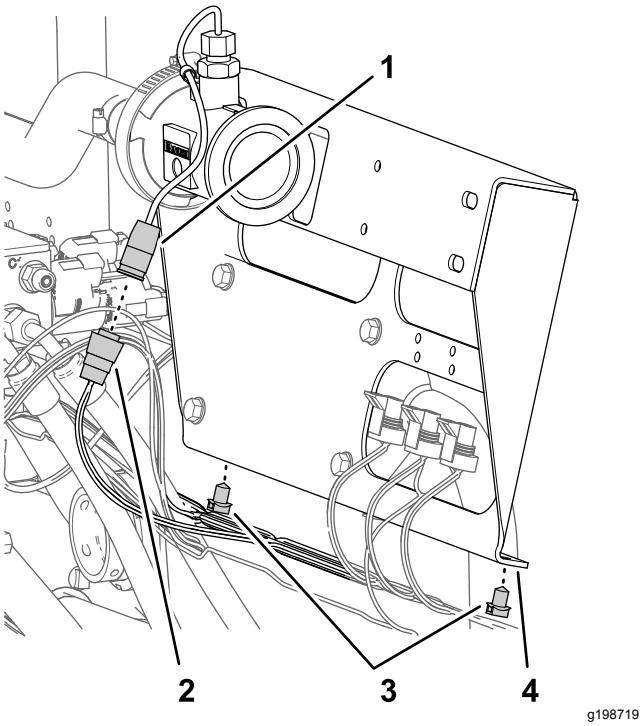

Figuur 70
1. Koppel de connector met 3 contacten van de machinekabelboom met aanduiding FLOW METER (vloeistofstroommeter) af van de stekker met 3 pinnen van de vloeistofstroommeter (Figuur 70).
2. Maak de 2 druknagels van de machinekabelboom los van de onderste flens van de beugel van de spuitboomklep (Figuur 70).